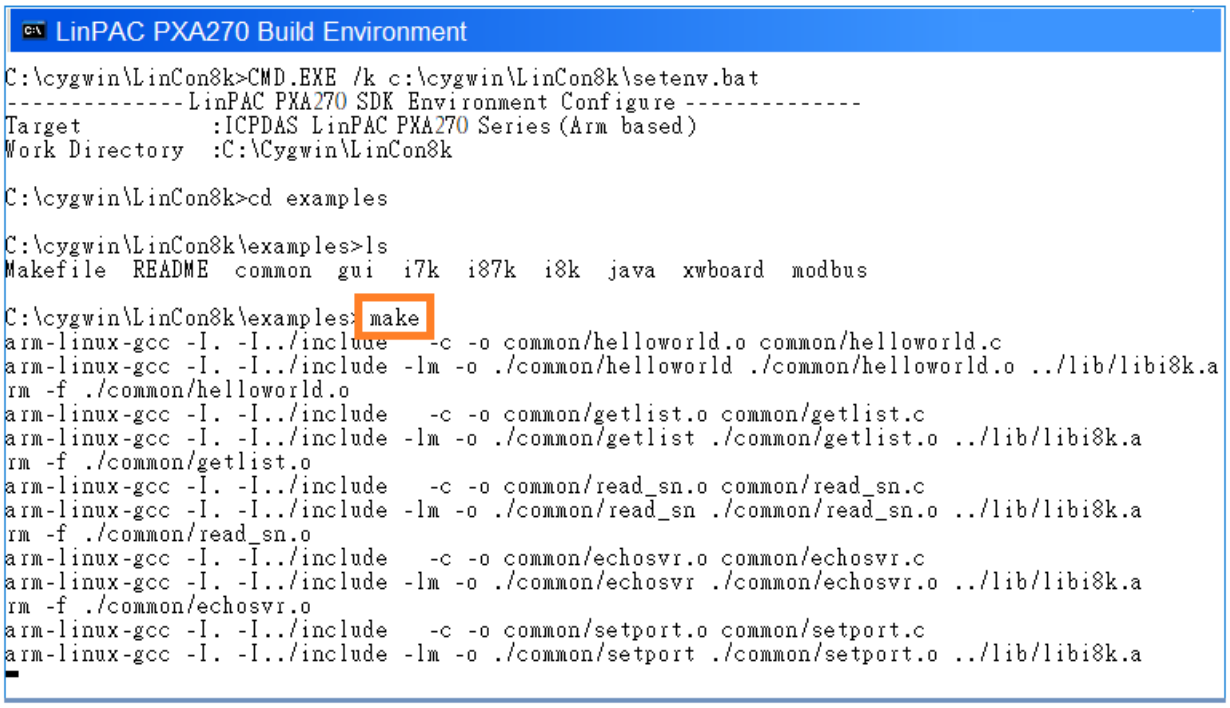

Fig. 2-12
9. Type "**make**" command (needs run as an administrator). A Command Prompt window will then be displayed that allows applications for the LP-8x4x to be compiled. Refer to Fig. 2-12.